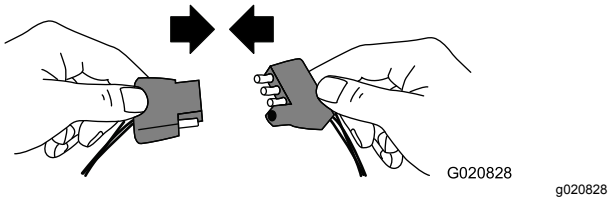

Figure 17
1. Branchez le connecteur électrique de la machine au connecteur électrique du véhicule tracteur (Figure 17).